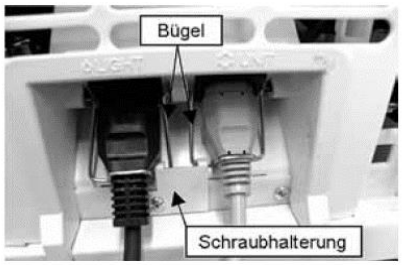

Рис.11: Подключение посредством блоков МЭК
В комплект поставки агрегата может входить блок МЭК в сочетании с вставленными соединительными сетевыми проводами (см. Рис. 11).
►Скобы блока МЭК должны быть прочно закреплены и зафиксированы при помощи винтового зажима (см. Рис.11).